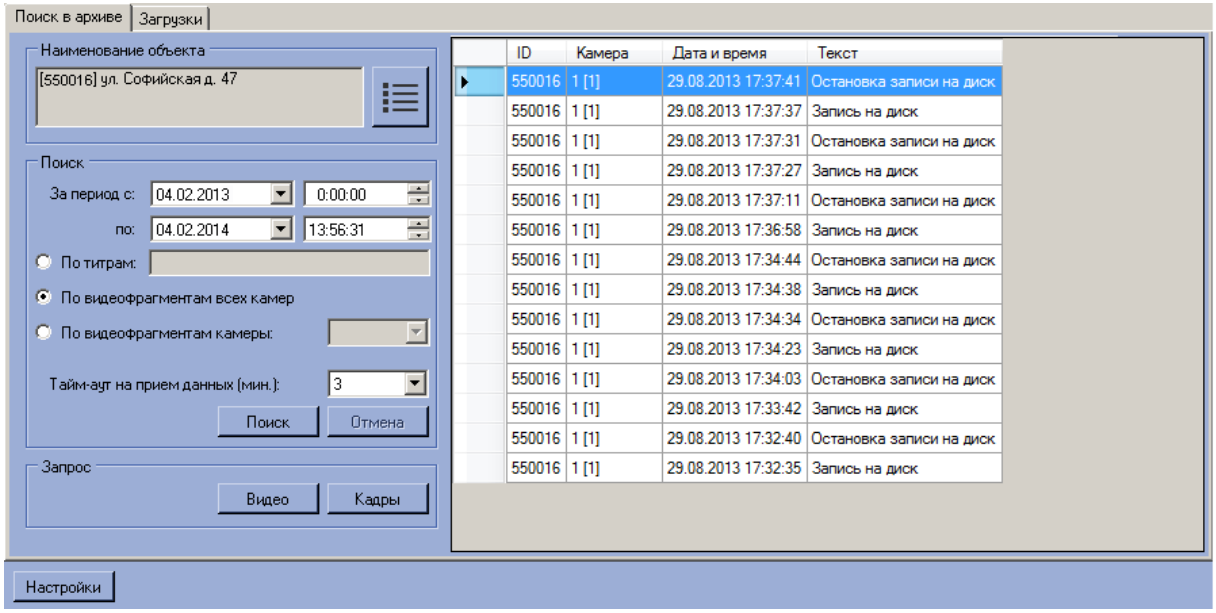

Рис. 5.3—2 Результаты поиска
4. Нажать кнопку **Поиск**. В случае удачного завершения операции, результат поиска в архиве отображается в виде списка строк (Рис. 5.3—2). Количество передаваемых строк ограничено числом 500